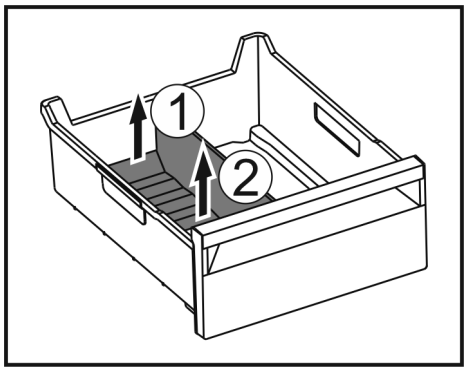

Fig. 237
▶ 提升冰格分隔器后部。 *Fig. 237 (1)*
▶ 向上取出冰格分隔器。 *Fig. 237 (2)*